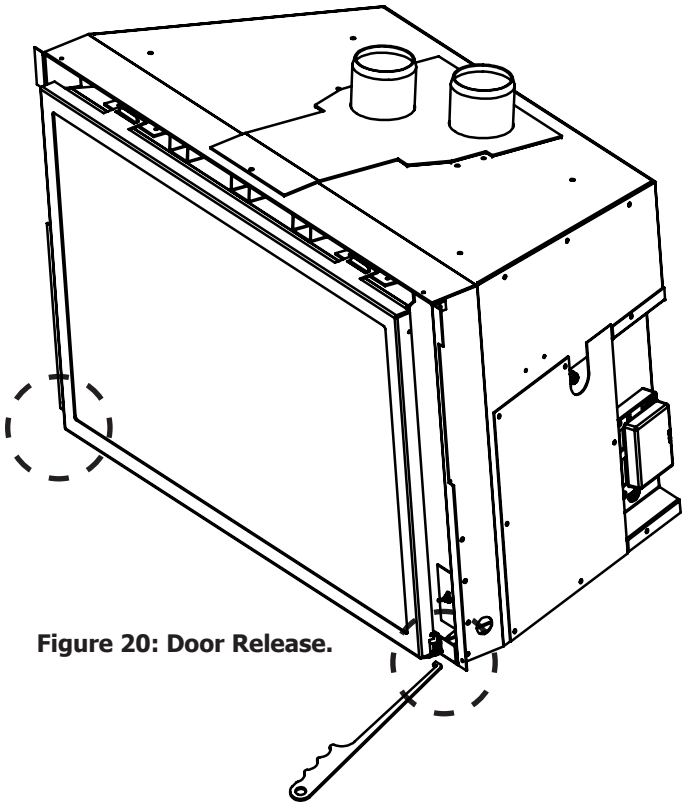
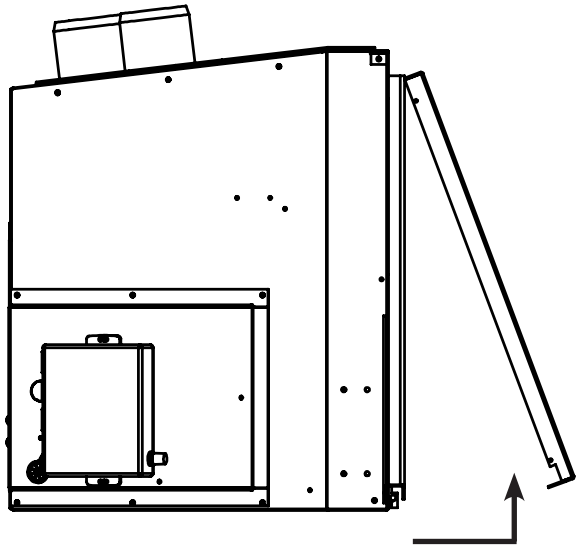

Figure 20: Door Release.
Figure 21: Door Removal.
Remove the glass door by placing the hooked end of the door release tool in the hole on the door latch mechanism (see Figure 20) and pulling the latch out then up. When the two (2) latches have been released, tilt the bottom of the door forward and then lift up to unhook the top door tabs (see Figure 21).